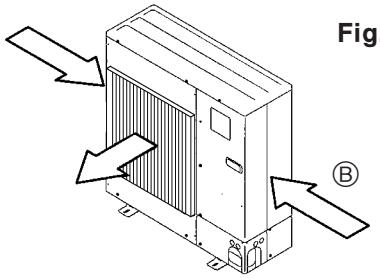

Fig. 2-5
③ Εγκαταστήστε τη μονάδα με τρόπο ώστε ο αέρας που βγαίνει από το στόμιο εξαγωγής να φυσά κάθετα σε σχέση με την κατεύθυνση του ανέμου, εάν αυτό είναι δυνατό. (Fig. 2-5)